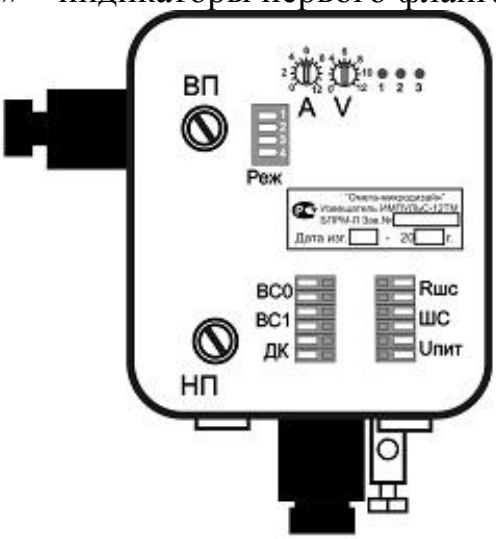

Рис. 6.16
6.4.3.3 К блоку приемному **БПРМ** извещателя «Импульс-12НЕ (ПНЕ)» (рис. 6.16, 6.17) подключаются только ЧЭ, заземлитель и кабели связи с ППК и БП.